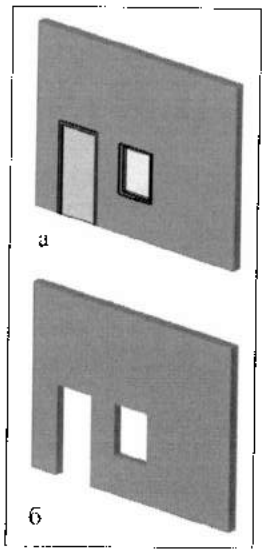

Рис. 29.4. *Отображение предыдущей стадии*
- *Show Previous Phase* (Показать предыдущую стадию) – отображаются все компоненты предыдущей стадии. На рис. 29.4, а, с фильтром *Show All* или *Show Complete* были вставлены дверь и окно. При переключении затем на рассматриваемый фильтр отображаться будут только проемы (а). Данный фильтр используют, начиная со второй стадии.